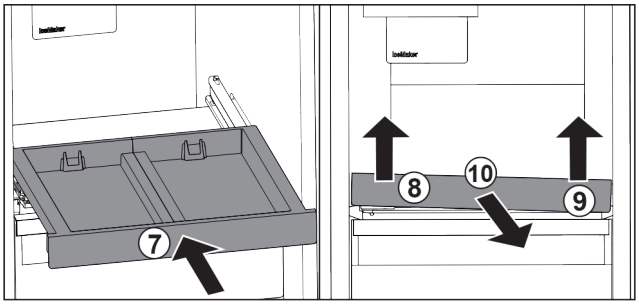

Fig. 171
▶ Rentrer le compartiment coulissant. *Fig. 171 (7)*
▶ Soulever le compartiment coulissant au niveau de la partie avant gauche. *Fig. 171 (8)*
▶ Soulever le compartiment coulissant au niveau de la partie avant droite. *Fig. 171 (9)*
▶ Retirer le compartiment coulissant par l'avant. *Fig. 171 (10)*